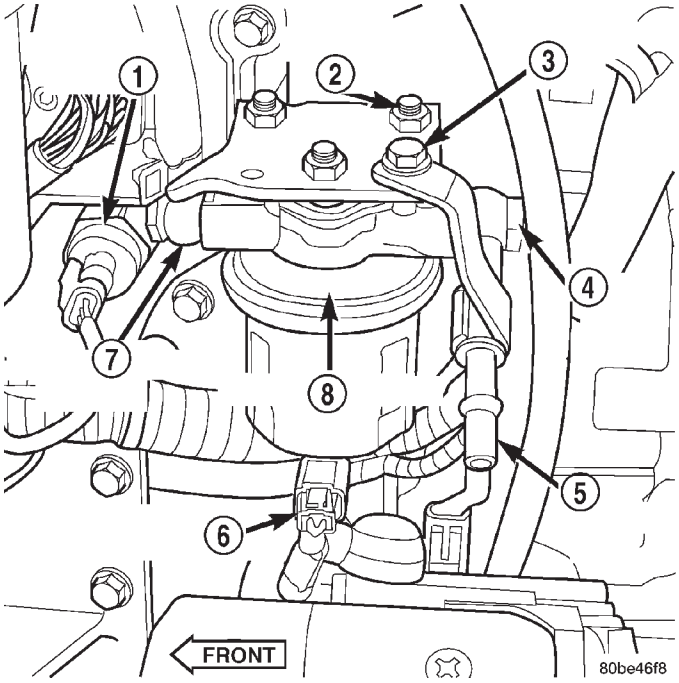

Fig. 64 Fuel Transfer Pump Location
The fuel transfer pump (fuel lift pump) is located on left side of engine, below and rearward of fuel filter (Fig. 64).
(2) Thoroughly clean area around transfer pump and fuel lines of any contamination.
(3) Remove starter motor. Refer to Starter Removal/Installation in 8, Starting System for procedures.
(4) Place a drain pan below the pump.
(5) Disconnect fuel line quick-connect fitting at fuel supply line (Fig. 64) at rear of pump.
(6) Remove support bracket bolt at top of pump (Fig. 64).
(7) Remove front and rear banjo bolts at pump (Fig. 64).
(8) Disconnect electrical connector at side of pump (Fig. 64).
(9) Remove three pump bracket nuts (Fig. 64) and remove pump from vehicle.
(1) Install new gaskets to fuel supply line/support bracket and banjo bolt at rear of pump. Install line and banjo bolt to pump. **Do not** tighten banjo bolt at this time.
(2) Install new gaskets to fuel line and banjo bolt at front of pump.
(3) Position 3 pump studs into pump mounting bracket and install 3 nuts. **Do not** tighten nuts at this time.
(4) Install support bracket bolt (Fig. 64). **Do not** tighten bolt at this time.
(5) Tighten 3 pump nuts to 12 N·m (9 ft. lbs.) torque.
(6) Tighten both banjo bolts to 24 N·m (18 ft. lbs.) torque.
(7) Tighten support bracket bolt 12 N·m (9 ft. lbs.) torque.
(8) Connect electrical connector to pump (Fig. 64).
(9) Connect fuel line quick-connect fitting to fuel supply line at rear of pump.
(10) Install starter motor. Refer to Starter Removal/Installation in 8, Starting for procedures.
(11) Connect both negative battery cables at both batteries.
(12) Bleed air at fuel supply line at side of fuel injection pump. Refer to the Air Bleed Procedure.
(13) Start engine and check for leaks.